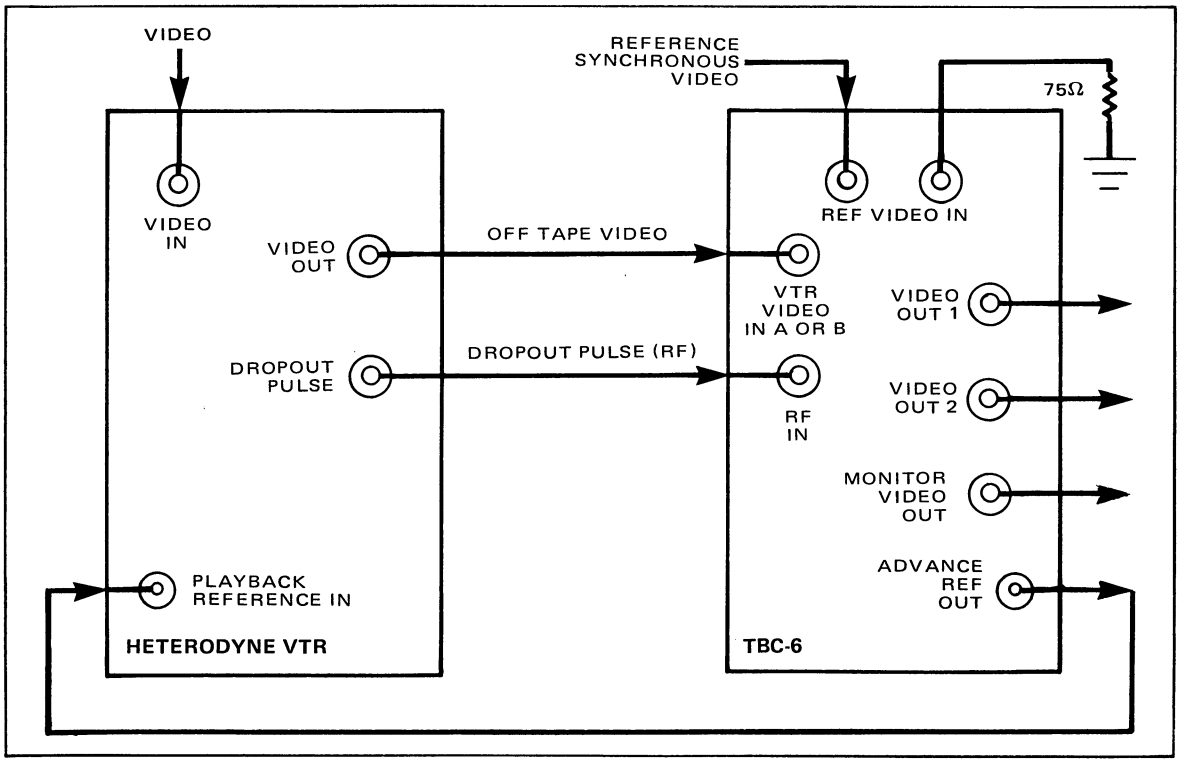

Figure 2-5. TBC-6/One-Wire Heterodyne Interconnections
STEP 2 Interconnect TBC-6 with VTR as shown in Figure 2-5.